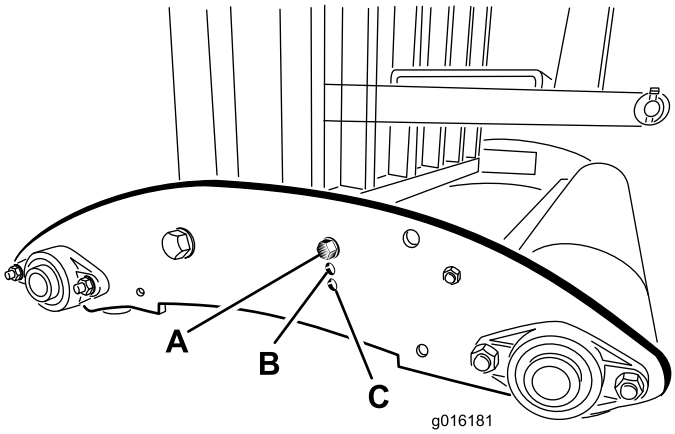

**Figuur 29**
**Opmerking:** Bij modellen SR54–S en SR70–S monteert u de buisuiteindes op de onderste montage-openingen van de zijplaat als de tanddiepte van de beluchter ingesteld is op stand A (Figuur 29).